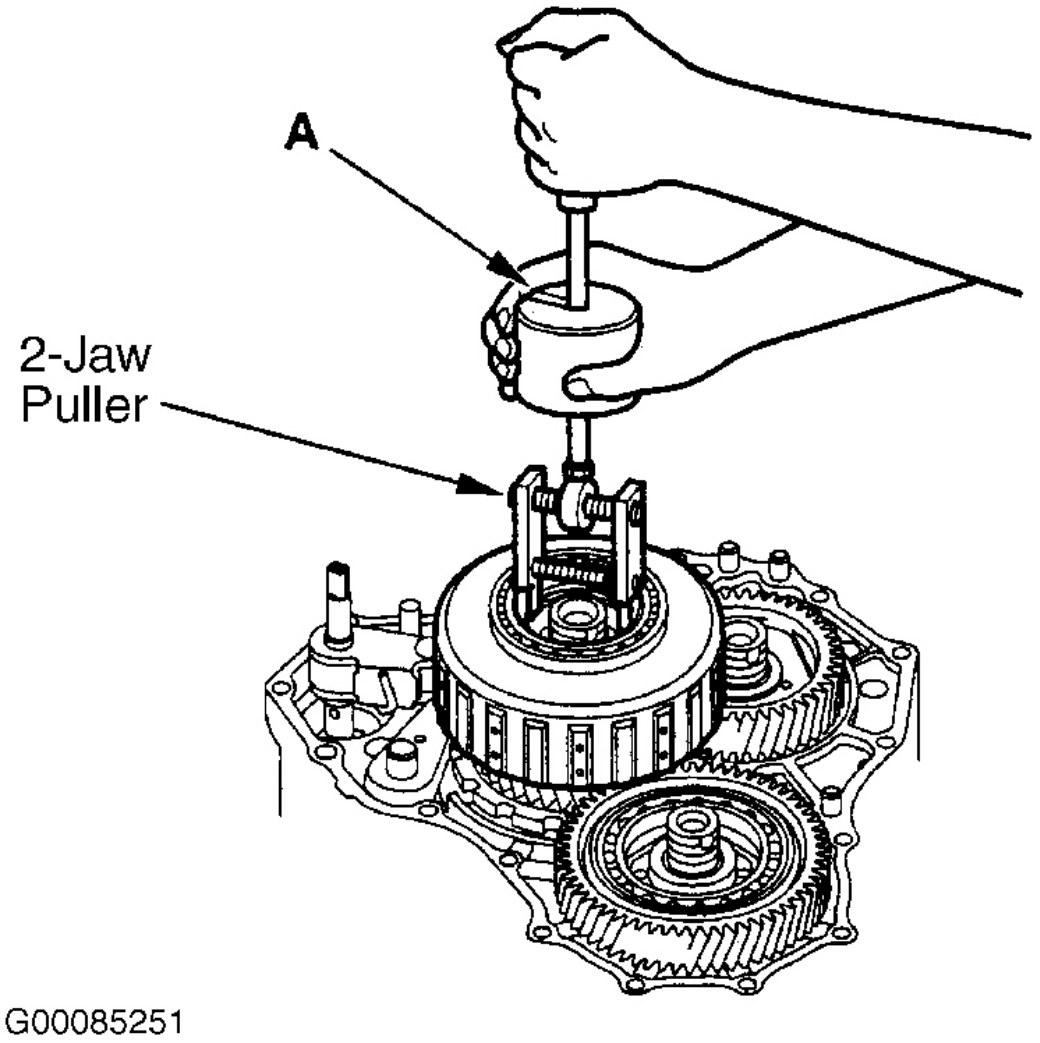

Fig. 5: Removing 3rd Clutch Assembly
16. Remove the 3rd clutch assembly using 2-jaw puller and a appropriate slide hammer (A). See **Fig. 5** .